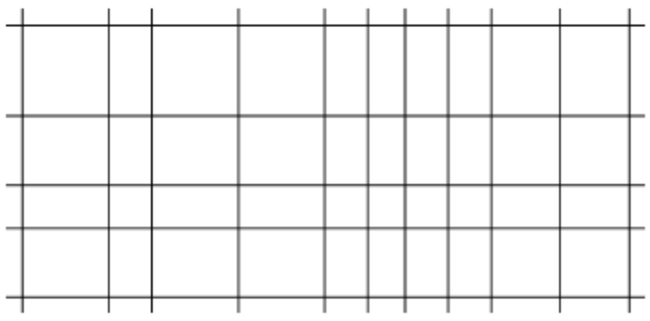

图 17-5　直线轴网
(3) 在屏幕空白位置单击，完成直线定位轴网绘制，如图 17-5 所示。